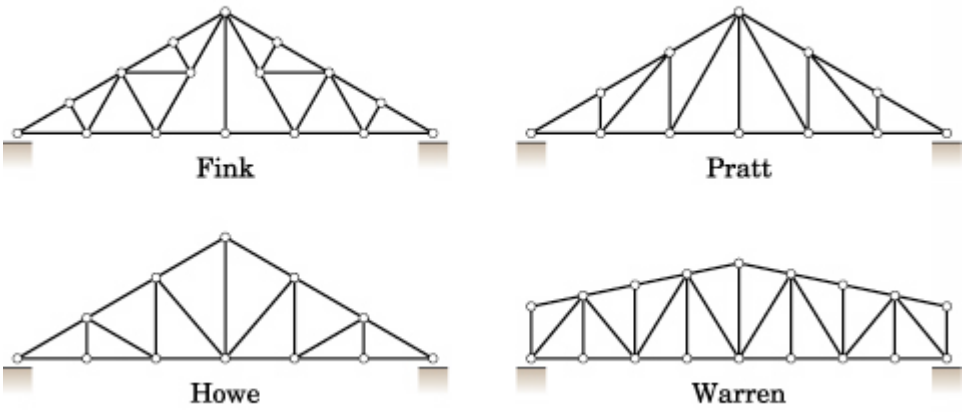
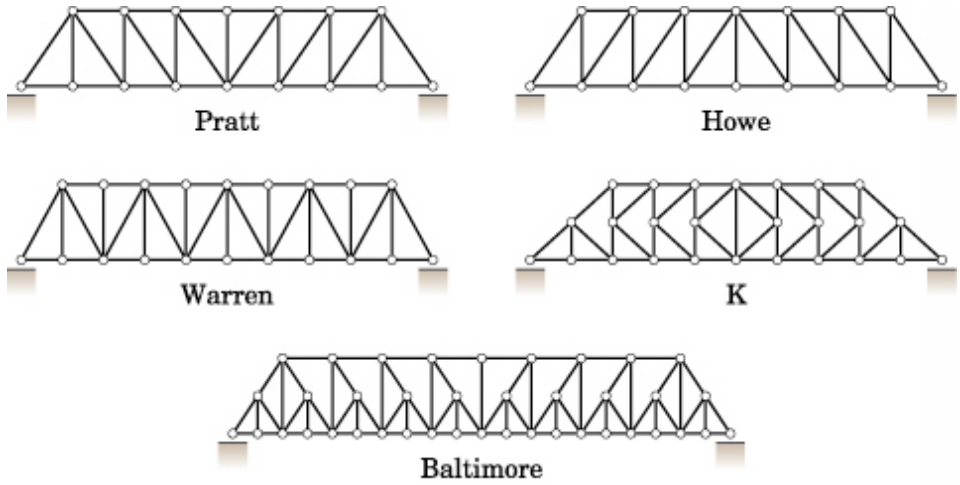

Fig. 6.2 Common types of roof truss
Fig. 6.3 Common types of bridge trusses
- Some of the common configurations of roof and bridge trusses are shown in Fig. 6.2 and Fig. 6.3, respectively.